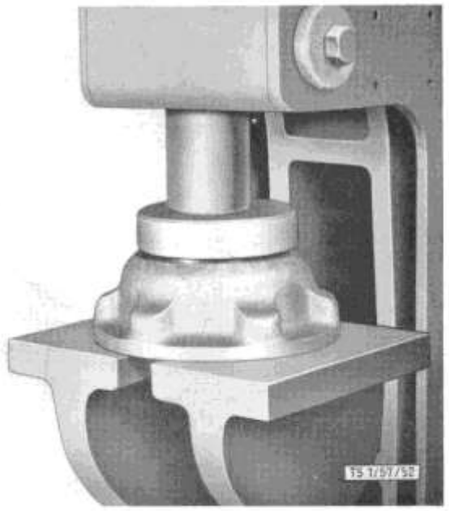
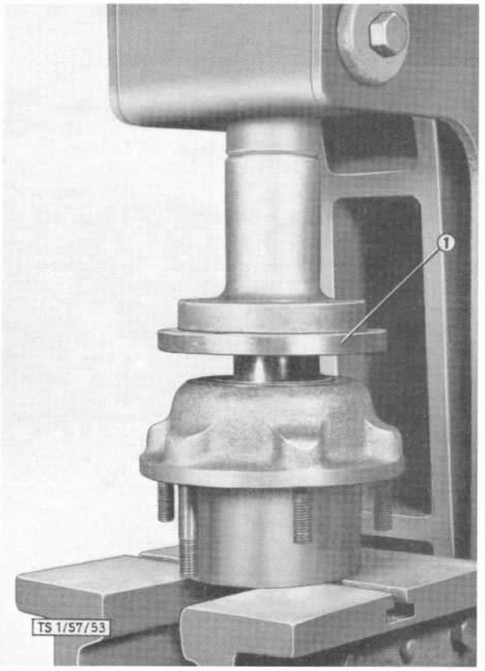

Bild 145: **Einpressen des Simmerringes in den Lagertopf**
Bild 146: **Einpressen der Hinterachswelle in den Lagertopf**
3. Lagertopf umdrehen und von der anderen Seite den Simmerring so weit einpressen, bis er noch 1 mm hervorsteht (Bild 145). Von Vorteil ist, den Außendurchmesser des Simmerringes vorher mit Dichtungsmasse zu bestreichen. Anschließend die Hinterachswelle (146/1) in den vormontierten Lagertopf einpressen (Bild 146).